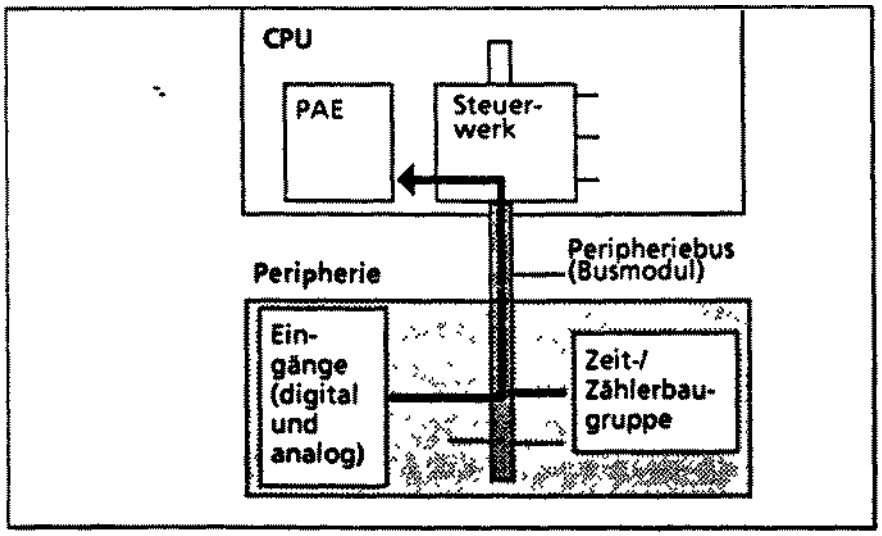

Рис. 2.5 Процессор формирует таблицу состояния входов "PAE".
* В начале каждого цикла процессор опрашивает состояния сигналов всех входных модулей (цифровых и аналоговых), модулей таймеров и счетчиков, и формирует таблицу состояния входов "PAE" (рис. 2.5).